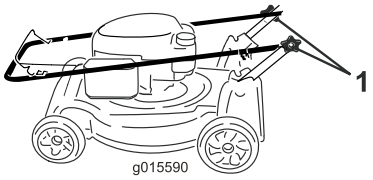

Figur 35
1. Lossa handtagsreglagen tills du kan röra handtaget fritt (Figur 35).
1. Handtagsreglage (2)
2. För handtaget framåt enligt Figur 35.